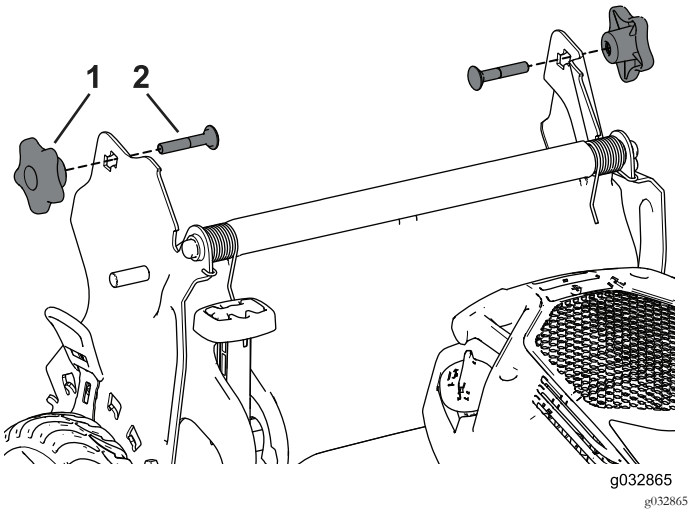

Rysunek 6
2. Wyjmij i odłóż w bezpieczne miejsce dwa pokrętła uchwytu oraz dwie śruby podsadzane ze wsporników uchwytu (Rysunek 6).